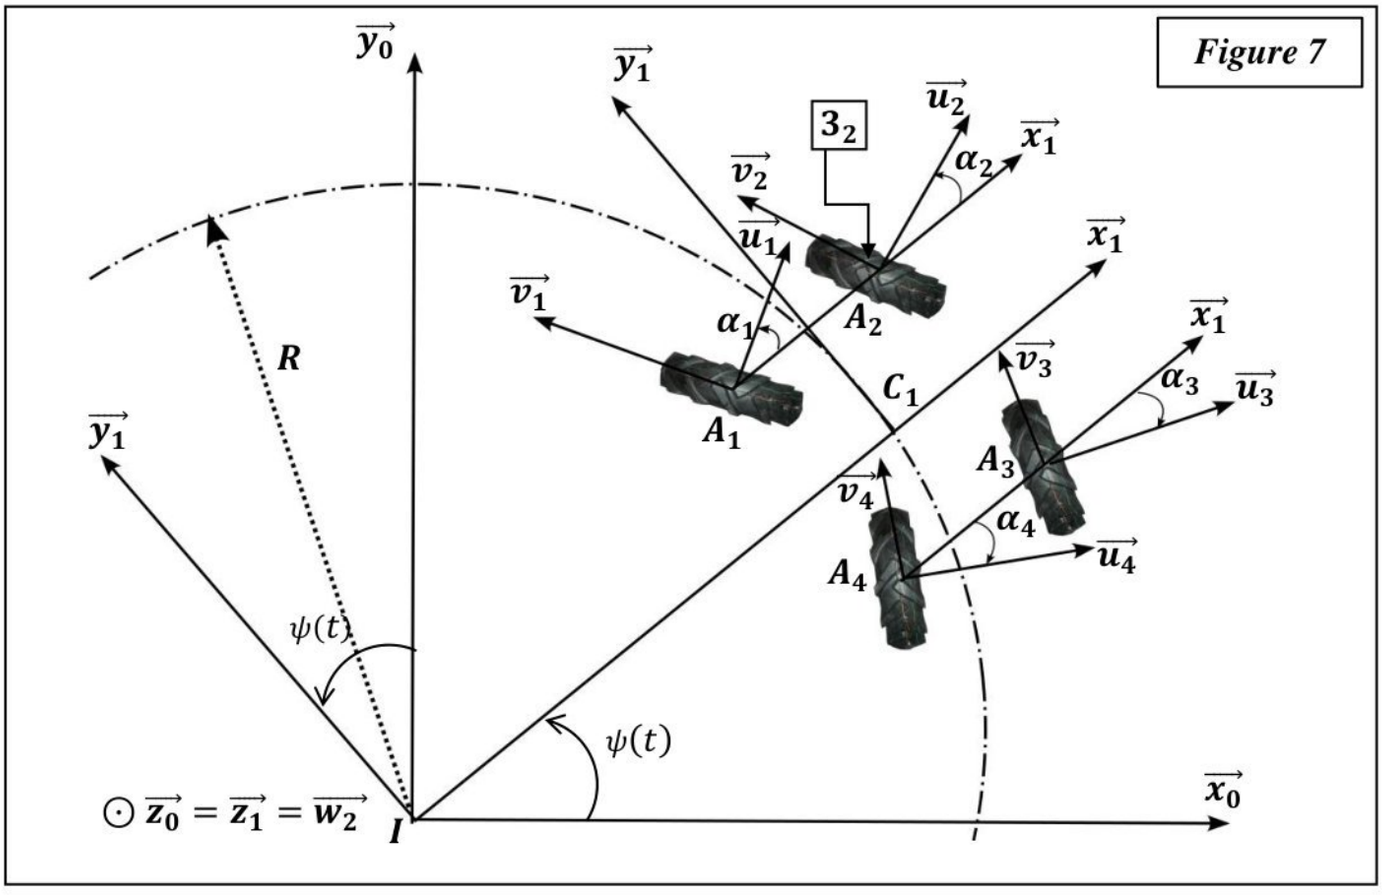

Figure 7
- Le robot possède quatre roues $(\mathbf{3_i})$, $(i = 1,2,3,4)$, chaque roue est orientable à l'aide d'un caisson $(\mathbf{2_i})$, $(i = 1,2,3,4)$ (***voir figure 7***).
L'étude portera uniquement sur la roue $\boxed{3_2}$ ***et son caisson*** $\boxed{2_2}$ ***. (voir les figures 7 et 8)***